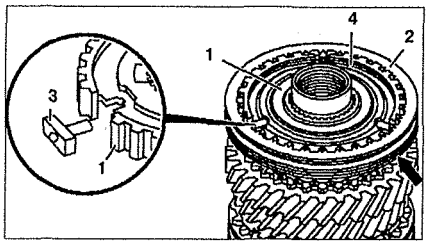
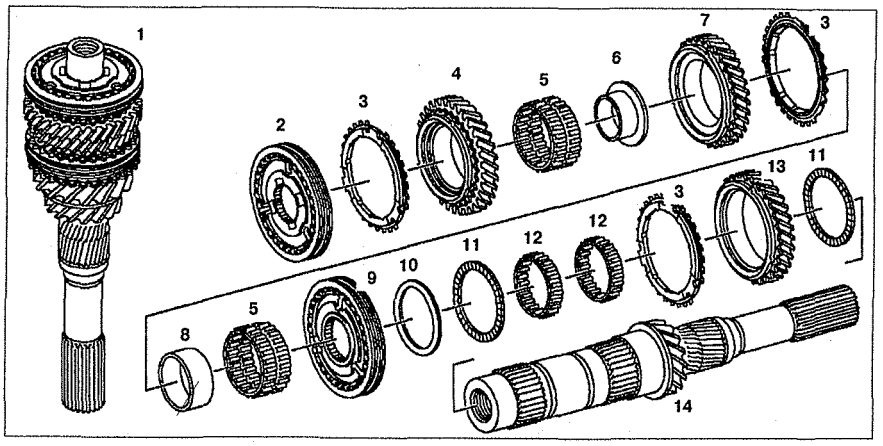

Рис. 6.31. Разборка и сборка шестерни 5-й передачи (автомобили с двигателем 611.980):
Рис. 6.30. Ведущий вал (автомобили с двигателем 611.980):
32. Разберите муфту синхронизатора **2** 5-й передачи (см.рис.6.30). для этого снимите стопорное кольцо **4** (см.рис.6.31). Выпрессуйте скользящую втулку **2** через низ корпуса синхронизатора **1**. Снимите блокировочные пальцы **3**.